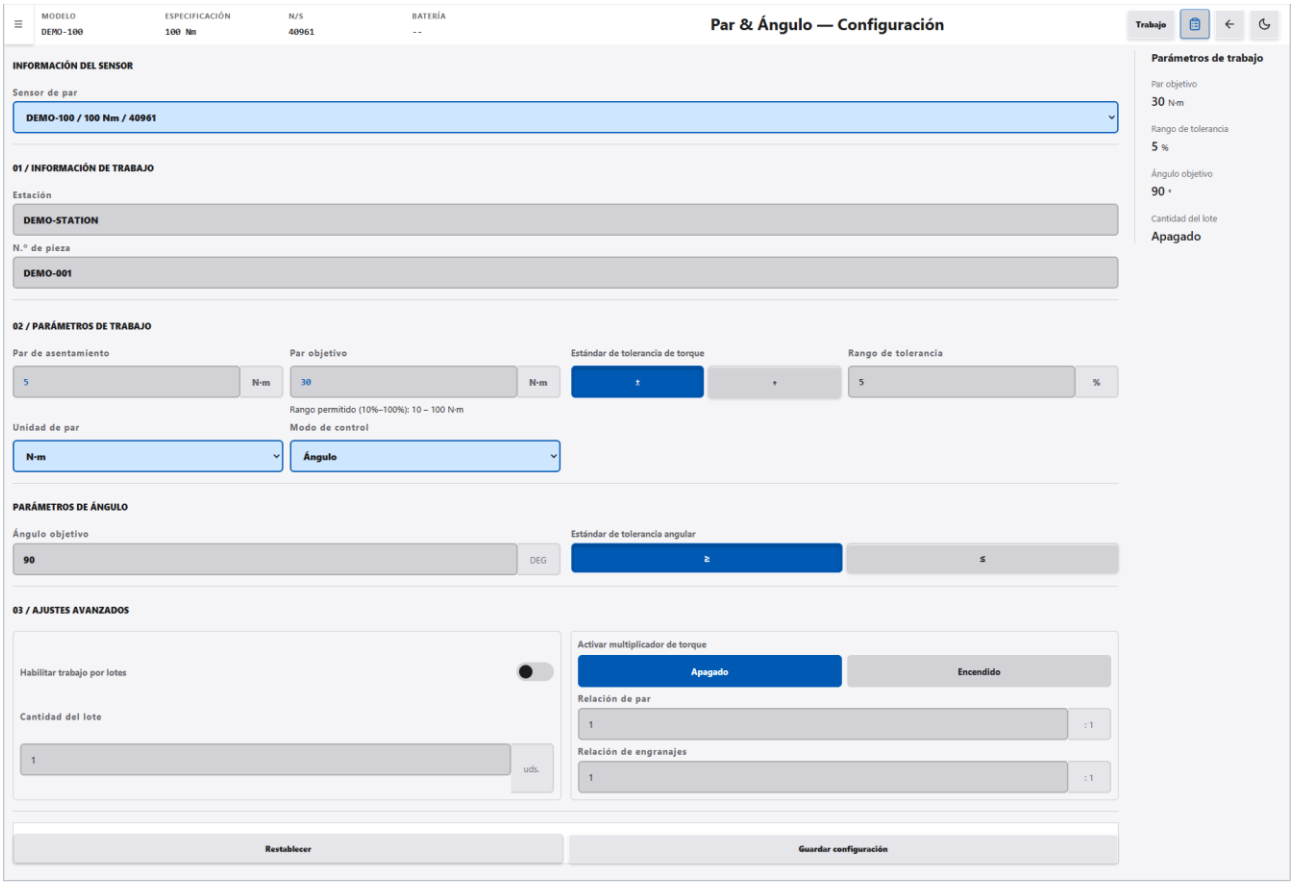

Figura 6-2 Pantalla de configuración de par y ángulo
1. En la pantalla de trabajo de par y ángulo, haga clic en «Configuración», arriba a la derecha. La pantalla muestra «Par & Ángulo — Configuración», con el formulario rellenado con la configuración guardada actualmente (véase la Figura 6-2).